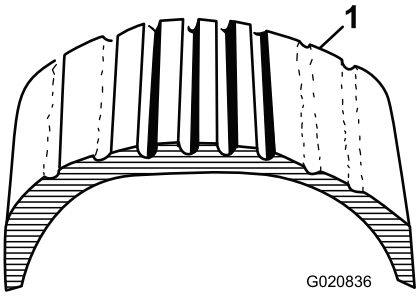
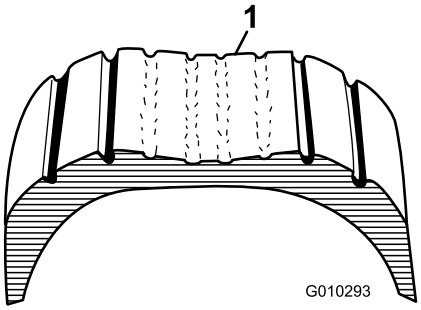

Figura 17
Figura 18
1. Inspeccione visualmente los neumáticos en busca de daños y desgaste (Figura 17 y Figura 18).